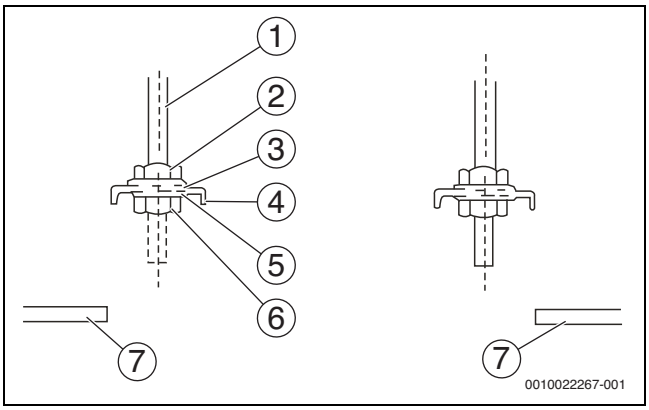

Рис. 8
1. Отрегулируйте положение гаек. Размер зазора между шайбой (нижней части) и потолком определяется фактической конструкцией потолка (→ рис. 8).